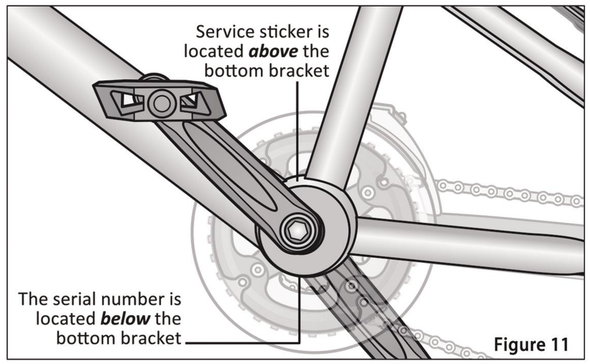

Figure 11
- Maintain a record of the bicycle's serial number, generally located on the frame underneath the bottom bracket. **Figure 11**